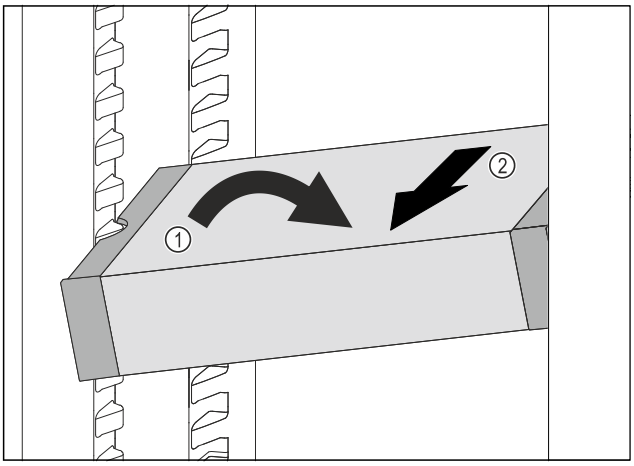

Fig. 181
▶ Incliner le VarioSafe dans la partie réfrigérateur. *Fig. 181 (1)*
▶ Sortir le tiroir VarioSafe par l'avant. *Fig. 181 (2)*